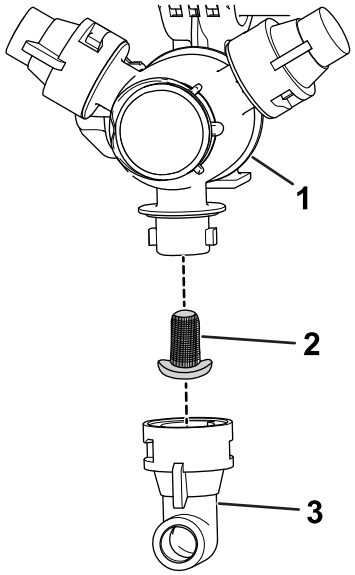

Figur 110
2. Ta bort munstycket från spruttornet (Figur 110).
3. Ta bort det gamla munstycksfiltret (Figur 110).
4. Montera det nya munstycksfiltret (Figur 110).
5. Montera munstycket på spruttornet (Figur 110).